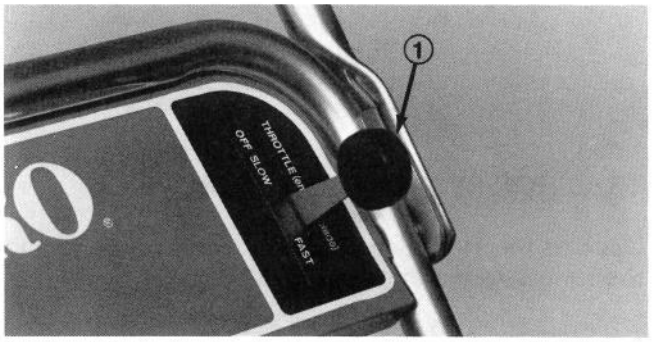

Figure 8
1. Move throttle control forward to FAST position (Fig. 8) and the ground speed control to the N (NEUTRAL) position.